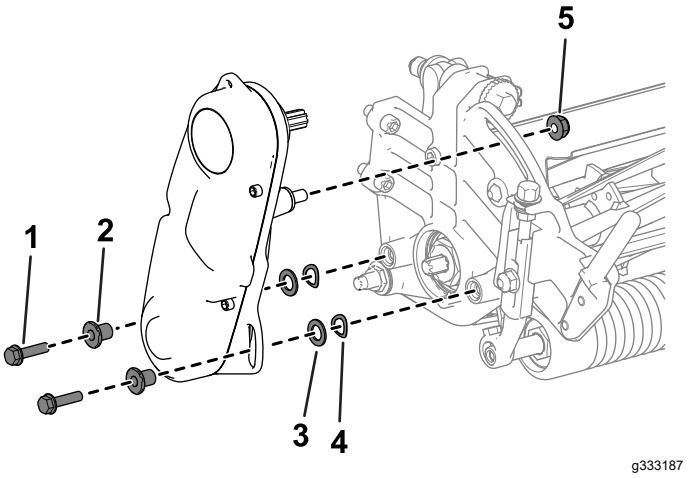

Figur 3
1. Fjern boltene som fester spoledrivenheten til sideplaten (Figur 3).
2. Fjern spoledrivenheten, de flate skivene, fjærskivene og avstandsstykkene fra sideplaten (Figur 3).